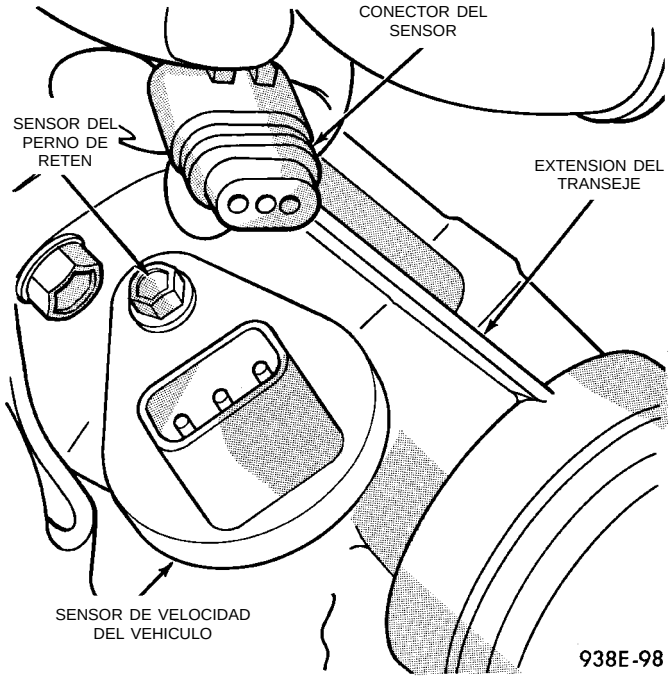
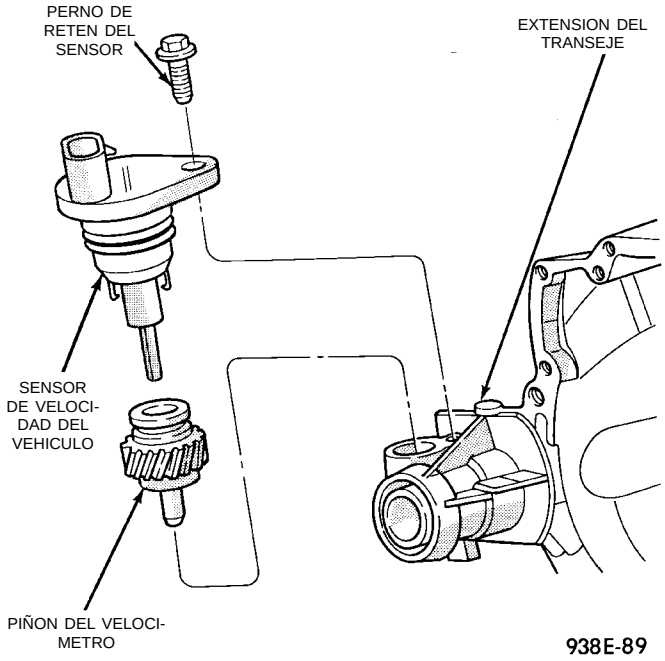

Fig. 31 Sensor de velocidad del vehículo y conector
Fig. 32 Sensor de velocidad del vehículo y piñón del velocímetro
(1) Retire el conector del mazo del sensor y asegúrese de que la protección contra la intemperie esté colocada en el conector del mazo.
(2) Retire el perno de retén del sensor.
(3) Extraiga el conjunto de sensor y piñón satélite del transeje. Si es necesario, afloje con cuidado y haciendo movimiento de palanca con una herramienta de hoja plana (Fig. 31) y (Fig. 32).